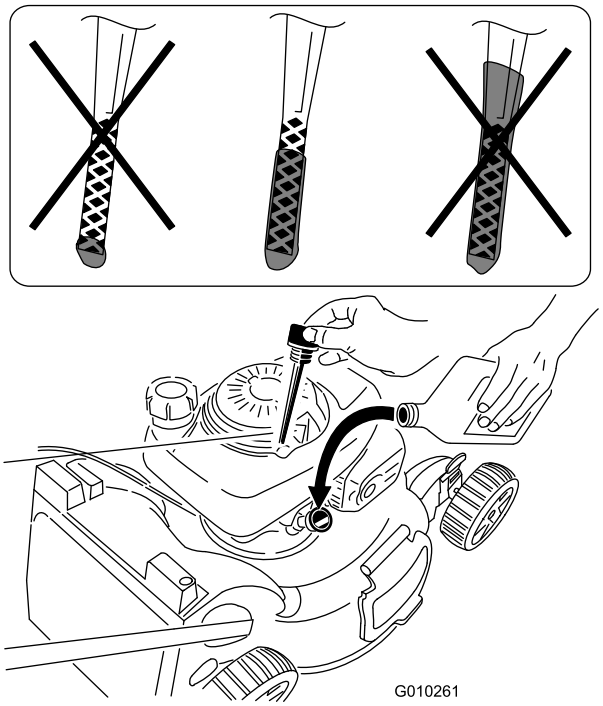

Figur 16
- Hvis oliestanden er for lav, skal en lille mængde olie langsomt hældes i oliepåfyldningsrøret. Vent 3 minutter, og gentag derefter trin 3 til 5, indtil oliestanden er korrekt som vist i Figur 16.
- Hvis oliestanden er for høj, skal overskydende olie aftappes, indtil oliestanden er korrekt, som vist i Figur 16 Se Skift af motorolien (side 17) for at få oplysninger om at aftappe overskydende olie.
2. Tag målepinden ud (Figur 16).
5. Tag målepinden ud, og kontroller oliestanden på målepinden. Se Figur 16.